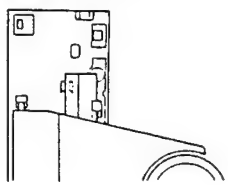

Figura 10-8.
3. Inserte la base deslizable de forma que encaje en los dos acopladores de resina rígida de la parte posterior de la base de carga (consulte la figura 10-8.).